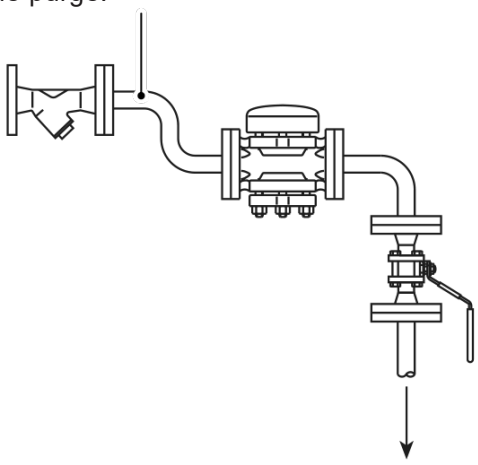

Fig. 4 - Installation typique
4.2 Mise en service avec comme particularité l'élimination de l'air (Voir fig. 4)